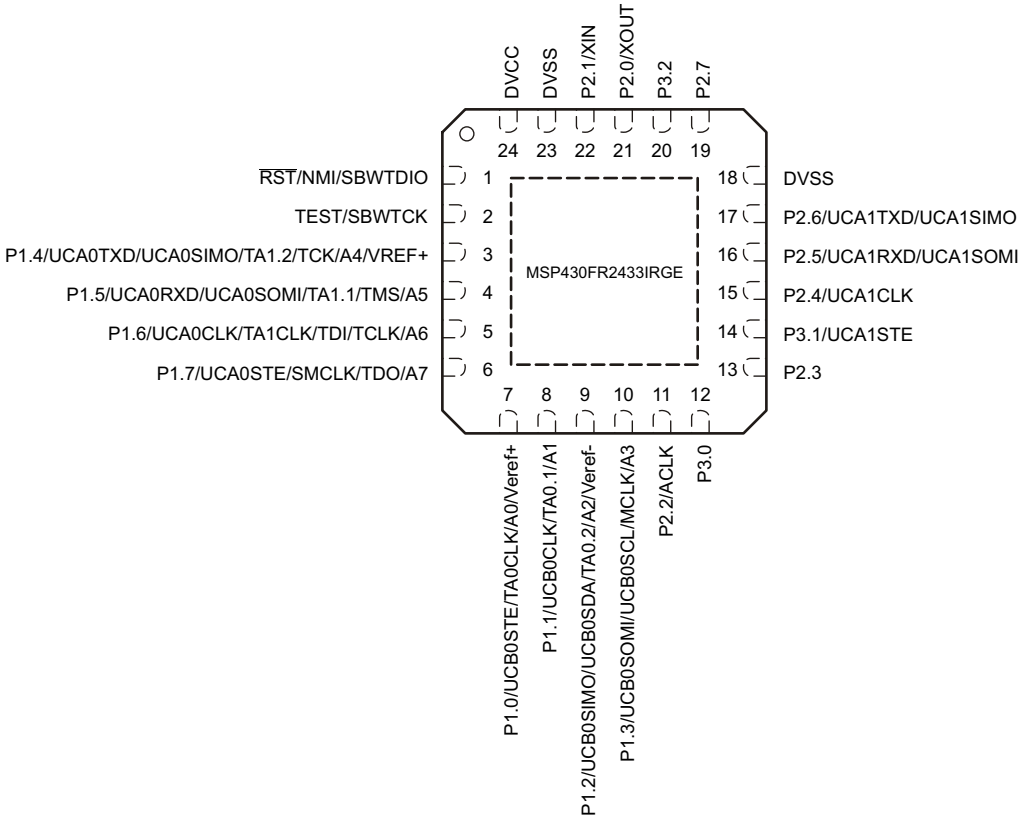

Figure 4-1. 24-Pin RGE Package (Top View)
- Removed SYNC signal (not supported) from Figure 4-1, *32-Pin RHB Package (Top View)* 8
Figure 4-1 shows the pinout of the 24-pin RGE package.